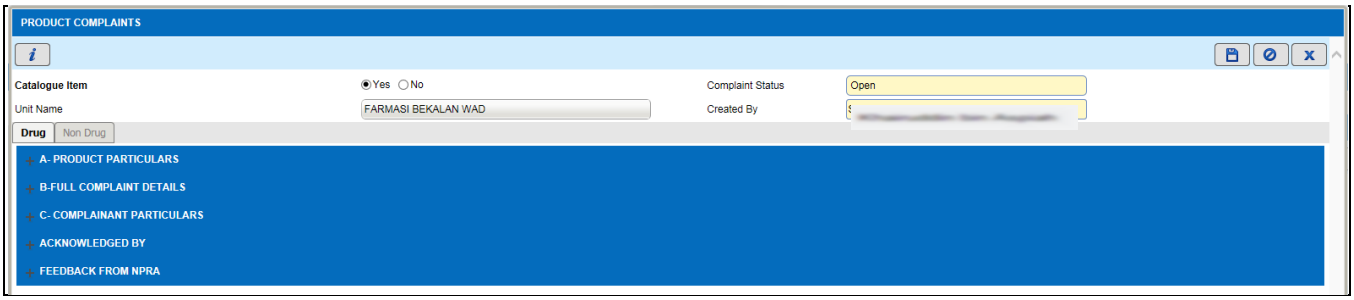

Figure 3.2.1-2 New Drug Product Complaints – Catalogue Item
- *Product Complaints screen will be displayed in Figure 3.2.1-2*
- *These are the three (3) sections in a New Product Complaints form required to be filled:*